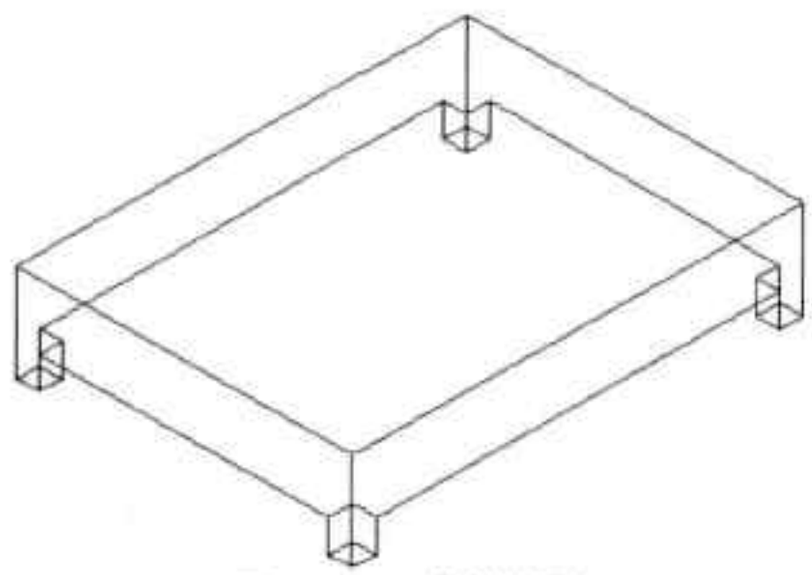

图14-60 合并模型
Step07 执行“并集”命令，对床板模型与床腿模型进行合并，如图 14-60 所示。